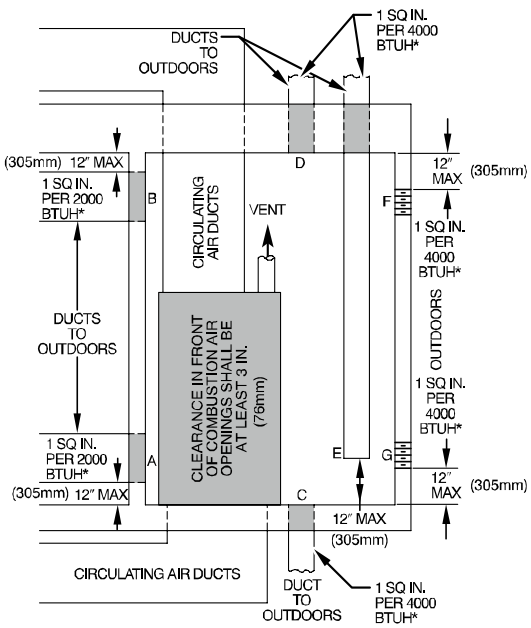

Fig. 6 – Air for Combustion, Ventilation, and Dilution for Outdoors
2. Fig. 6 illustrates how to provide TWO OUTDOOR OPENINGS, one inlet and one outlet combustion and ventilation air opening, to the outdoors.
b. Size openings and ducts per Fig. 6 and Table 4.
c. TWO HORIZONTAL DUCTS require 1 sq. in. (645 sq. mm) of free area per 2,000 BTUh (1,100 mm2/kW) of combined input for all gas appliances in the space per Fig. 6 and Table 4.
d. TWO OPENINGS OR VERTICAL DUCTS require 1 sq. in. (645 sq. mm) of free area per 4,000 BTUh (550 mm2/kW) for combined input of all gas appliances in the space per Fig. 6 and Table 4.
a. 1 sq. in. (645 sq. mm) of free area per 3,000 BTUh (734 mm2/kW) for combined input of all gas appliances in the space per Fig. 6 and Table 4.